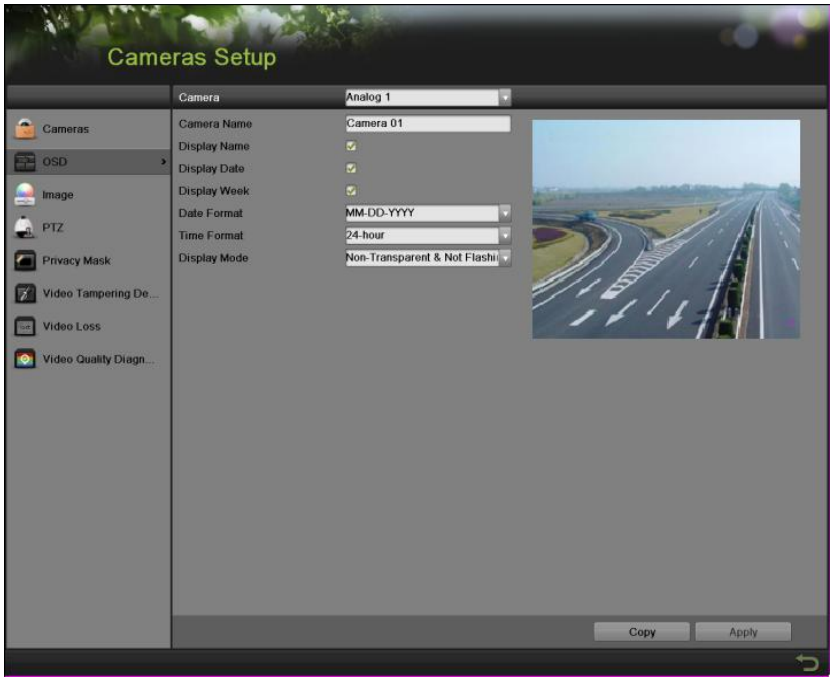

Figure 123 OSD Configuration Menu
1. Enter the OSD menu, shown in Figure 123 by going to Menu > Cameras Setup > OSD.